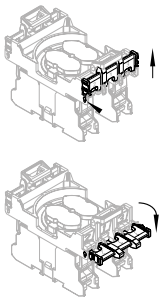

Fig. 12
2. Portacontactos desmontado y apertura del seguro de contacto (véase fig. 12): Elevando los dos seguros de contacto, éstos se soltarán del enganche y podrán ser plegados 90º. Solamente a continuación es posible desmontar los elementos de contacto o luminosos.